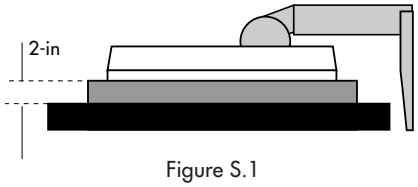

Figure S.1
2. Place monitor face down on a non-abrasive surface. (Place the screen on a 2-inch platform so that the stand is parallel with the surface.) (**Figure S.1**)